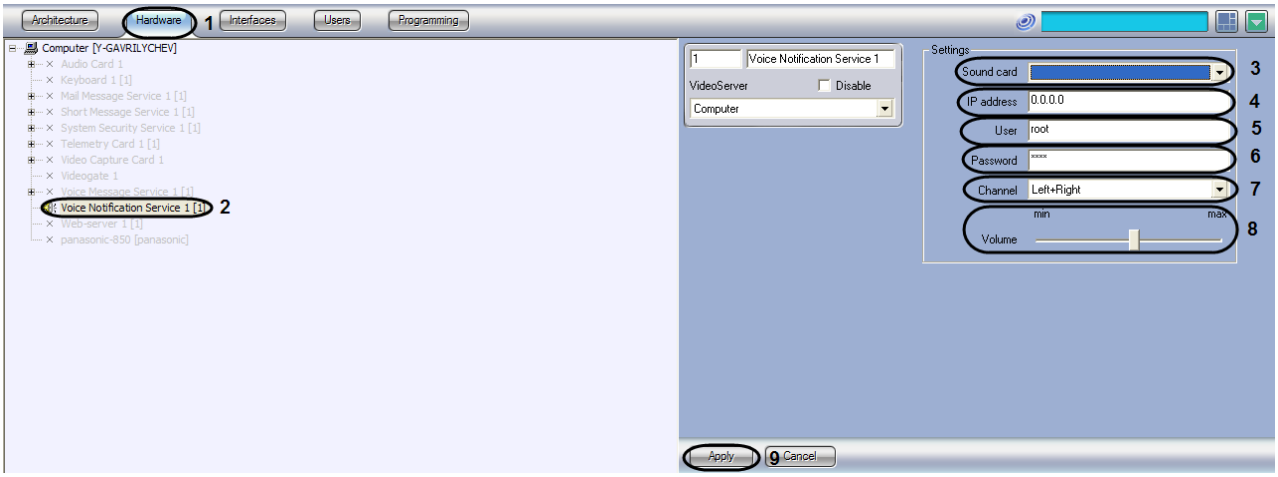

Figure 8.10-12. Setting up the Voice Notification Service object
a. Go to the Hardware tab of the System Settings window (Figure 8.10-12).